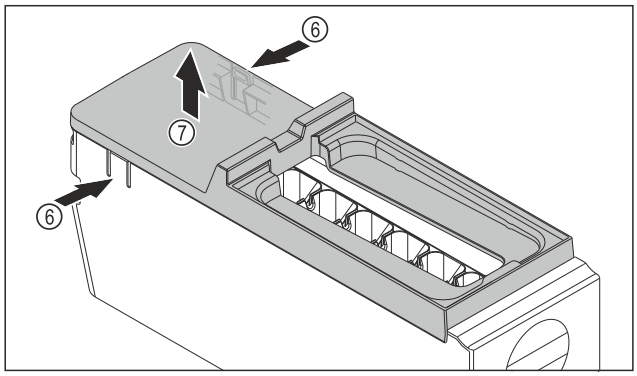

Fig. 111
- ▶ Scoateți apărătoarea corpului EasyTwist-Ice: Apăsați eclisele *Fig. 111 (6)* de pe ambele părți ale corpului EasyTwist-Ice cu o mână.
- ▶ Scoateți apărătoarea *Fig. 111 (7)* cu cealaltă mână în sus.